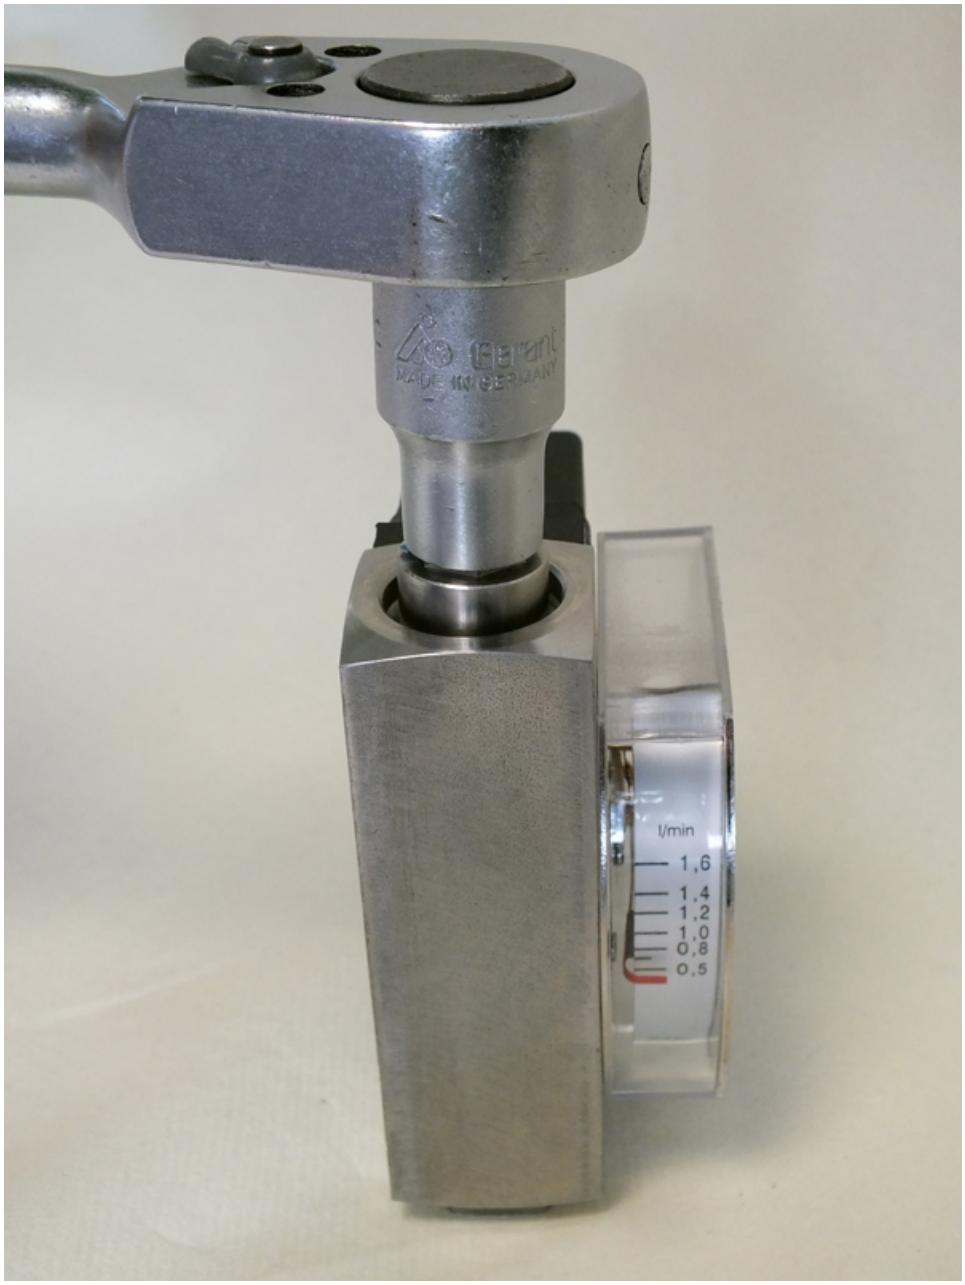

Fig. 62: Seat threaded ring (outlet)
9. Lightly seat the threaded ring (outlet) with the aid of the threaded ring insertion tool and tighten with a torque wrench (*Fig. 62*), observing the proper torque (➦ *Chapter 11.1 "Tightening torque" on page 96*).